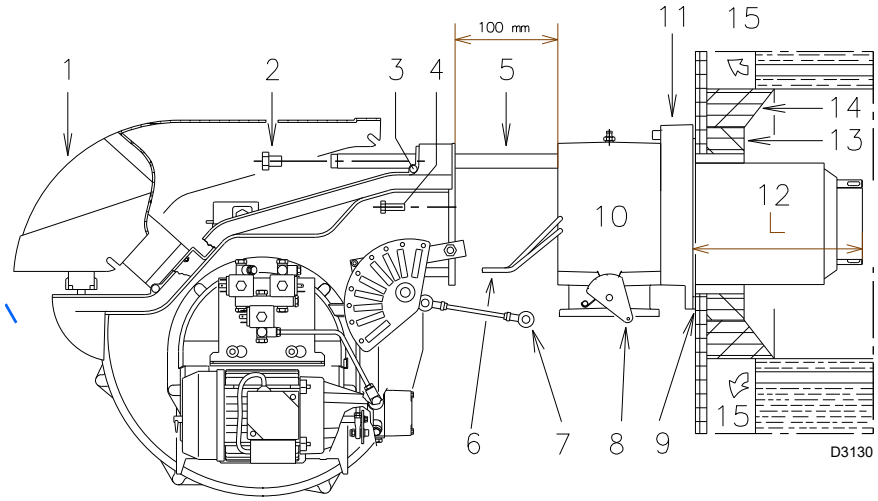
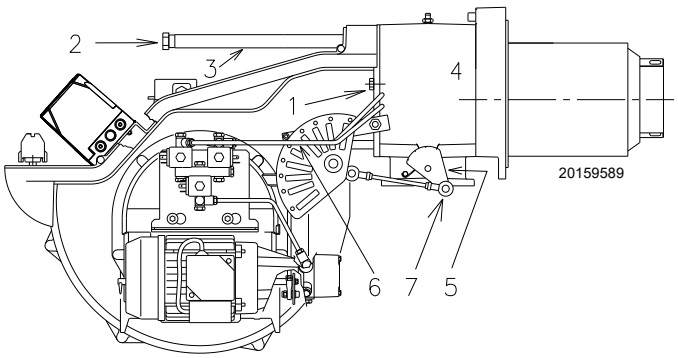

Fig. 15
Fig. 20
Pour les chaudières avec circulation des fumées sur l'avant 15)(Fig. 15), ou avec chambre à inversion de flamme, réaliser une protection en matériau réfractaire 13), entre le réfractaire de la chaudière 14) et l'embout 12).
Pour les chaudières avec la façade refroidie à l'eau, le revêtement réfractaire n'est pas nécessaire 13)-14)(Fig. 15) s'il n'y a pas de demande expresse du constructeur de la chaudière.
Séparer la tête de combustion du reste du brûleur, (Fig. 15) :
- ➤ Débrancher les câbles des électrodes et donc désolidariser totalement le brûleur des glissières. Fixer le manchon avec la bride 11)(Fig. 15) à la plaque de la chaudière en intercalant le joint isolant 9)(Fig. 15) fourni.
Remonter le brûleur sur les glissières 3)(Fig. 20) à 100 mm environ du manchon 4)(Fig. 20) ; voir le brûleur dans la position illustrée dans la Fig. 15.
Insérer les câbles des électrodes et faire donc coulisser le brûleur jusqu'au manchon, brûleur dans la position illustrée sur la Fig. 20.
Replacer les vis 2) sur les glissières 3)(Fig. 20).
Fixer le brûleur au manchon avec les vis 1)(Fig. 20).
Rebrancher les tubes de fioul en vissant les deux raccords 6)(Fig. 15).
Raccrocher la rotule 7) au secteur gradué 5)(Fig. 20).